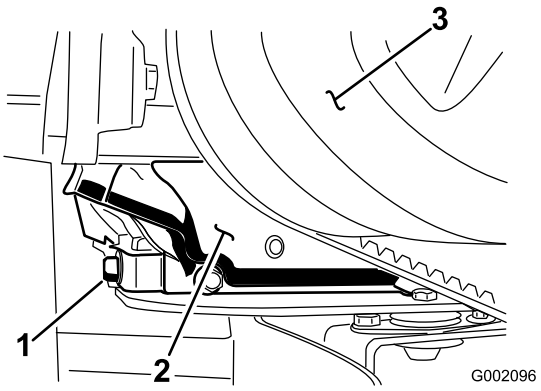

Figur 27
5. Fjern tappepluggen (Figur 27) og la oljen renne ut i en beholder. Når oljen er helt tømt, setter du på plass tappepluggen og trekker til med et moment på 17,6 Nm.